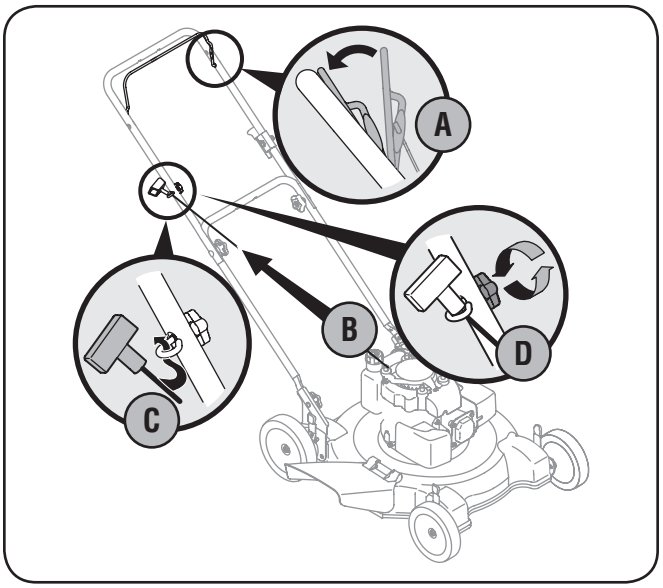

Figure 3-4
b. Slowly pull the starter rope out of the engine. See Fig. 3-4.